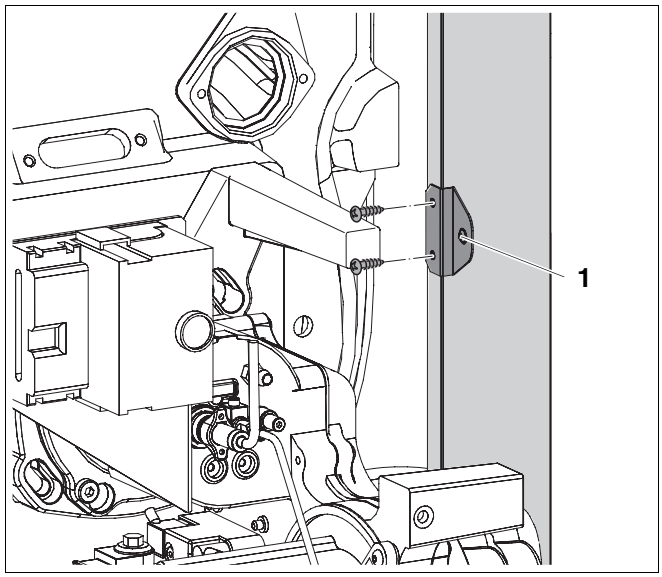

*Fig. 44 Montarea colțarelor la pereții laterali*
- Montarea colțarelor pentru fixarea carcasei arzătorului în stânga şi dreapta la peretele lateral (➔ Fig. 44).